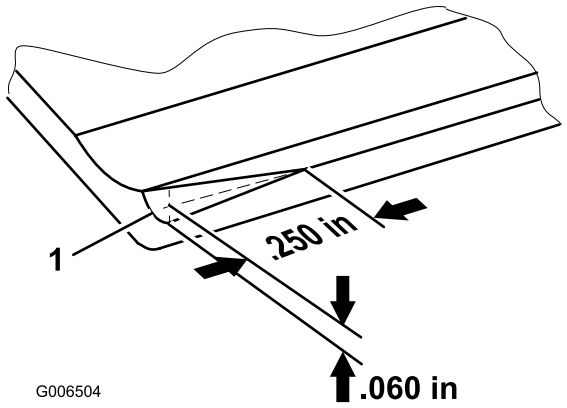

**Figur 19**
**Bemærk:** Med tiden skal den afskråede kant (Figur 19) slibes igen, da den kun er konstrueret til at holde i 40 % af bundknivens levetid.